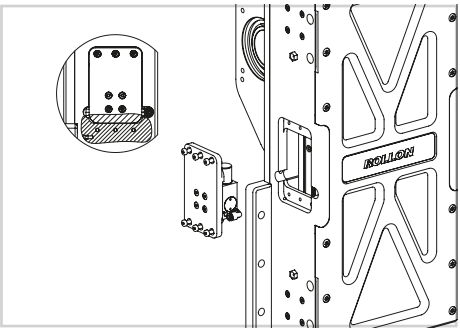

图 24
4) 在装配装有夹钳/制动器的板时，注意让板的基准点与滑块接触（见图 24）。